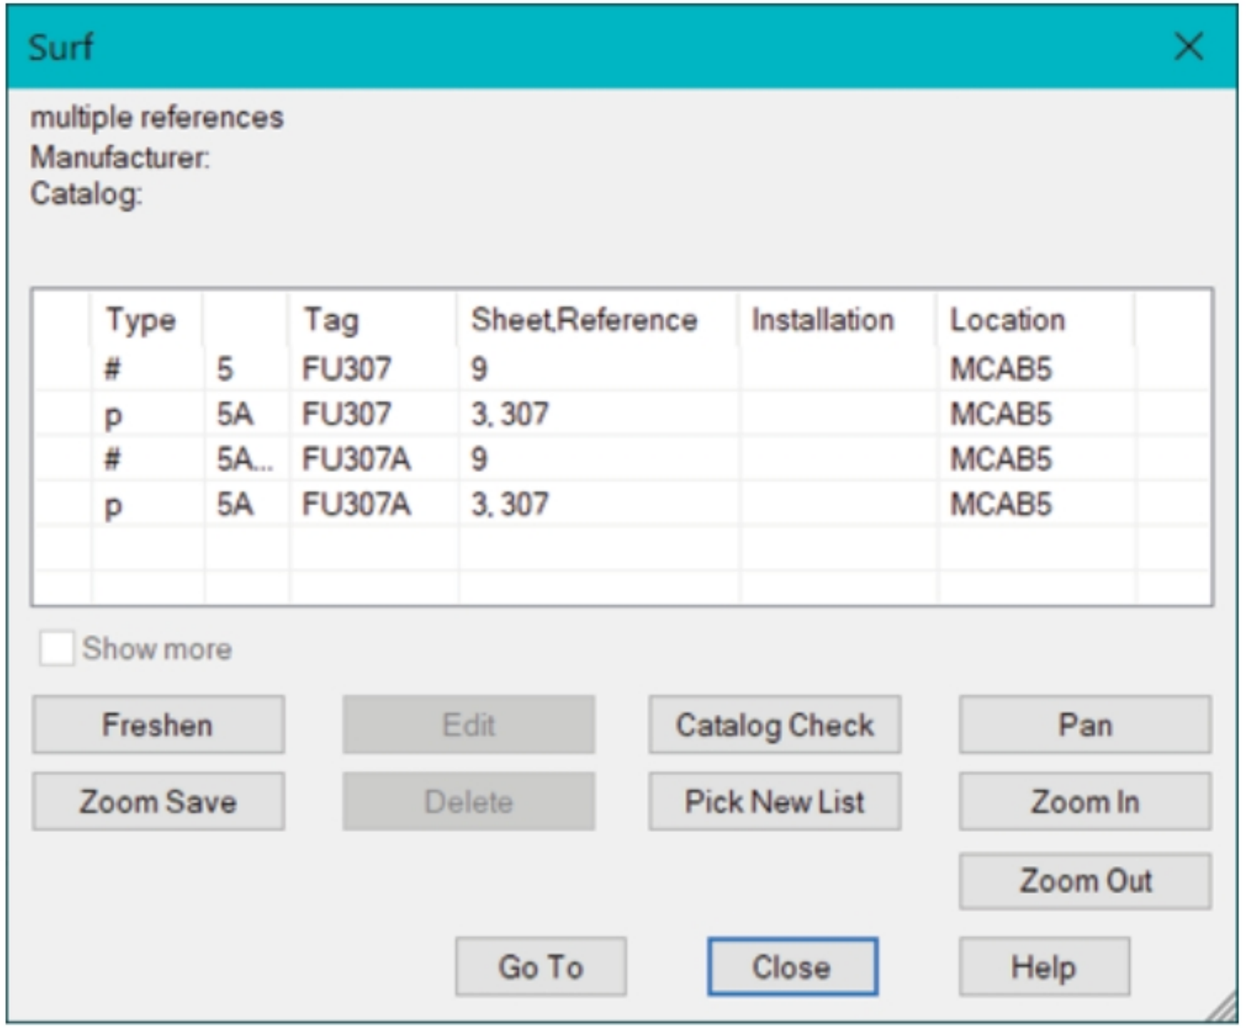

Figure-56. Surf dialog box
- If you clicked on the **OK** button then the **Surf** dialog box will be displayed; refer to Figure-56.